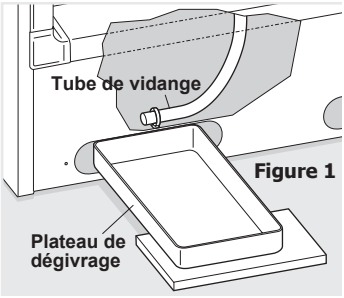

Figure 1
- Placez un récipient peu profond sous le tube de vidange. L'eau de dégivrage s'écoulera. Vérifiez de temps en temps le récipient pour que l'eau ne déborde pas (voir figure 1).